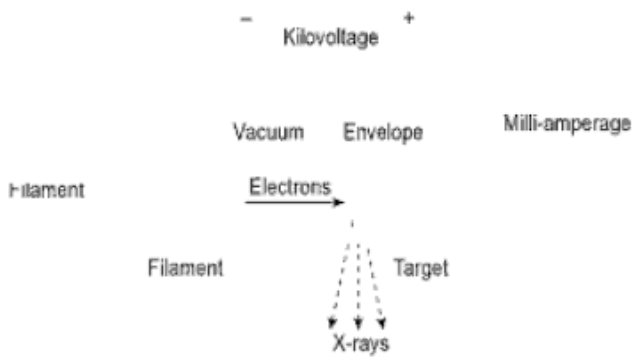

Figure 1.4 An X-ray tube and its power supplies.
An X-ray tube, depicted in Figure 1.4, consists of two electrodes sealed into an evacuated *glass envelope*:
Two sources of electrical energy are required and are derived from the alternating current (AC) mains by means of transformers. Figure 1.4 shows: